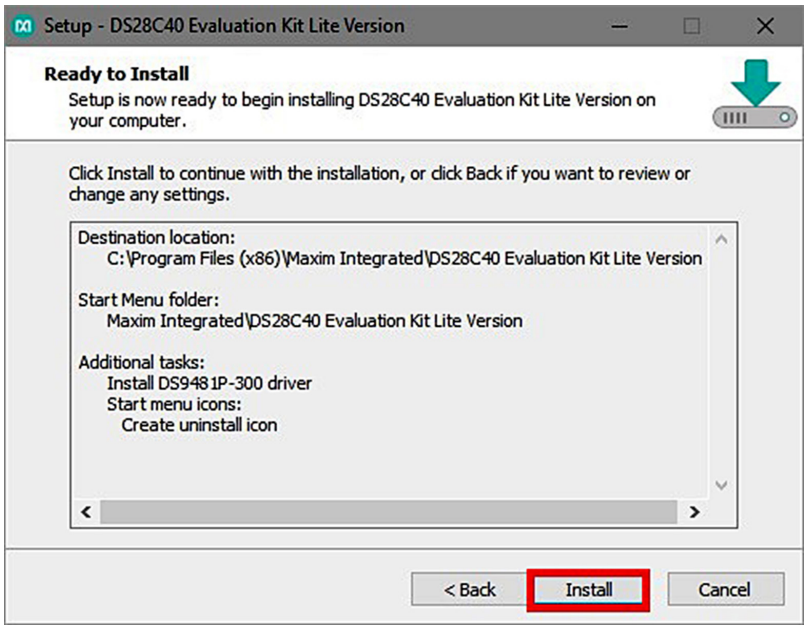

Figure 6. Ready to Install
7) Next click on **Install** (Figure 6). A new window pops up to show progress of the installation.